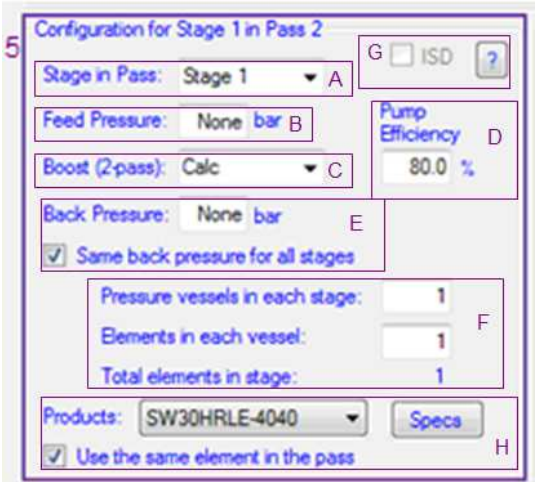
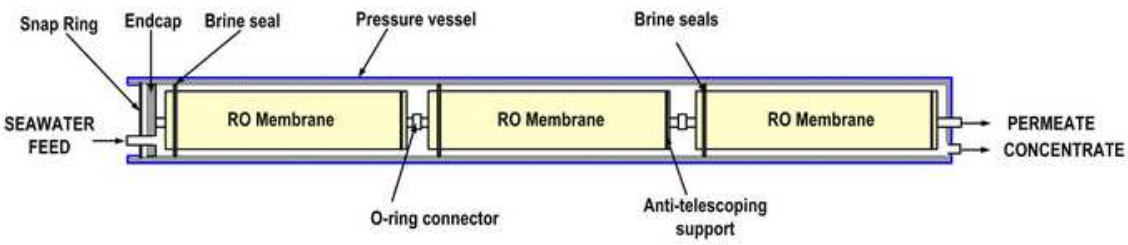

Figura 5.59: "Configuration for Stage 1 in Pass 2"
Figura 5.62: Esquema de un recipiente de presión con 3 elementos
El rectángulo violeta marcado con un número 5 en la figura 5.46 corresponde a la parte en la cual el usuario decide las características más importantes que presenta la etapa "b" dentro del paso "a", siendo "a" el paso actual (1 ó 2) y "b" la etapa seleccionada dentro del paso actual. Esta parte ha sido ampliada y clasificada mediante letras en la figura 5.59, de forma que se facilite su explicación.
El nombre de esta parte de la pestaña principal "4) System Configuration" indicará en todo momento en qué etapa y en qué paso se encuentra. En el ejemplo mostrado en la figura 5.59 se observa que el título ("Configuration for Stage 1 in Pass 2") indica que en la parte de "Selección de Pasos" (ver apartado 5.2.4.2) se encuentra marcado el paso 2, y dentro del paso 2, se ha seleccionado la etapa 1 (tal y como se mostrará en este apartado).
A continuación se explicarán las distintas partes en las que se ha dividido según la figura 5.59:
A) "Stage in Pass" (Etapa en el Paso): La ventana desplegable etiquetada con la letra "A" en la figura 5.59 corresponde a la selección
Al clicar sobre ella se desplegarán las etapas disponibles para el paso seleccionado en la casilla “Current Pass”. En el caso mostrado en la figura 5.59, dentro del paso 2 se ha seleccionado la etapa 1, tal y como muestra el título situado en la parte de arriba de la figura 5.59.
B) “Feed Pressure / Boost” (Presión de la Alimentación / Impulso): El cuadro de texto etiquetado con la letra “B” en la figura 5.59 presenta dos títulos en función de qué etapa esté seleccionada en “Stage in Pass”:
C) "Boost (2-pass)" (Impulso para el segundo paso): En la ventana desplegable etiquetada con la letra "C" en la figura 5.59, el usuario puede especificar cómo se definirá la presión a la entrada de la primera etapa del segundo paso. Así pues, si en "Current Pass" se encuentra marcado el primer paso, esta opción permanecerá bloqueada. También permanecerá bloqueada si, dentro del segundo paso, se encuentra seleccionada cualquier etapa que no sea la primera, ya que, como su nombre indica, esta herramienta se refiere al impulso de presión que se le da al permeado del primer paso justo antes de su entrada en el segundo.
D) "Pump Efficiency" (Eficiencia de la Bomba): El cuadro de texto etiquetado con una letra "D" en la figura 5.59 corresponde al lugar donde el usuario debe introducir las eficiencias o rendimientos de las bombas utilizadas en cada paso.
E) "Back Pressure" (Contrapresión): En el cuadro de texto y la casilla etiquetados con una letra "E" en la figura 5.59, el usuario puede especificar la contrapresión ("back pressure") de la etapa seleccionada. Como se indicó en el apartado 4.2.1.2, por contrapresión se entiende a la presión de la línea de permeado que abandona la etapa, que puede o no ser la presión del permeado del paso entero.
F) Número de elementos de la etapa: En el rectángulo marcado con una letra “F” en la figura 5.59, el usuario indica el número de recipientes de presión y de elementos de los que consta la etapa seleccionada. En la figura 5.62 se muestra el esquema de un recipiente de presión:
Como se observa en la figura 5.62, el recipiente de presión ("pressure vessel") de una etapa esta constituido por un cilindro dentro del cual se introducen varios elementos o membranas de ósmosis inversa ("RO Membrane).
G) ISD (Internally Staged Design Information): La parte dedicada al ISD se encuentra marcada con una letra “G” en la figura 5.59. Esta parte consta de una casilla titulada “ISD” y de un botón con un signo de interrogación.
H) Selección de productos: La parte recuadrada y etiquetada con una letra “H” en la figura 5.59 corresponde a la selección de productos o elementos de FilmTec.